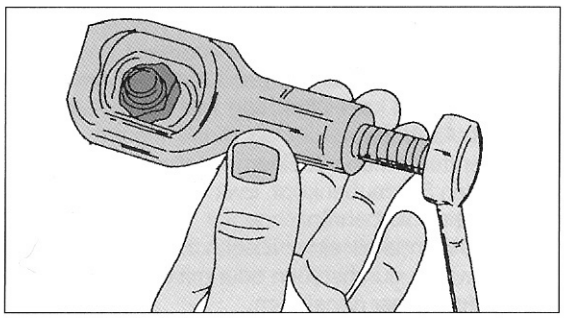

Bild 21
- Schwierigkeiten können auch manchmal beim Lösen von Muttern oder Schrauben auftreten, deren Kanten bereits durch unvorschriftsmäßige Verwendung der falschen Schlüsselgröße abgerundet sind (aus Erfahrung gesprochen bei Zweithandwagen manchmal anzutreffen). Mit der bereits erwähnten Gripzange kann man versuchen die Mutter oder Schraube zu lösen. Je nach Lage der Mutter kann man diese auch aufmeißeln oder am Gewinde entlang aufsägen. In diesem Zusammenhang möchten wir auch den Mutternspalter erwähnen, falls man zu dessen Benutzung genügend Arbeitsraum hat. Das Werkzeug arbeitet in der in Bild 21 gezeigten Weise, d.h. man zieht die Schraube an, bis die Mutter platzt. Ein Vorteil ist dabei, dass man das Gewinde der Schraube nicht beschädigt.